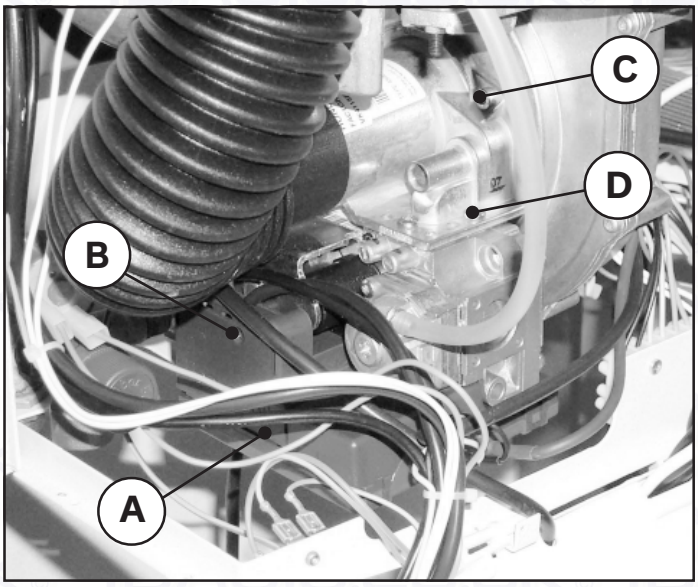
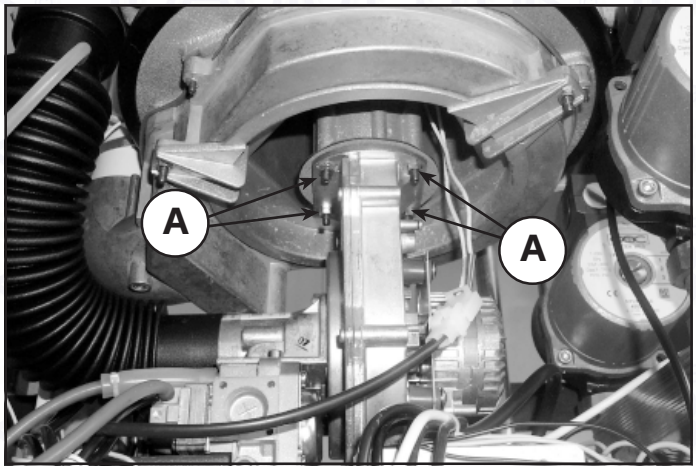

Fig. 24
Fig. 25
- Remove the ignition device “A” (fig. 24) from the valve body, removing the fastening screw “B” (fig. 25)
- Unscrew the four nut “A” fixing the fan (fig. 25)
- Unscrew the fastening screws “C” (fig. 24) and remove the Venturi unit + gas valve